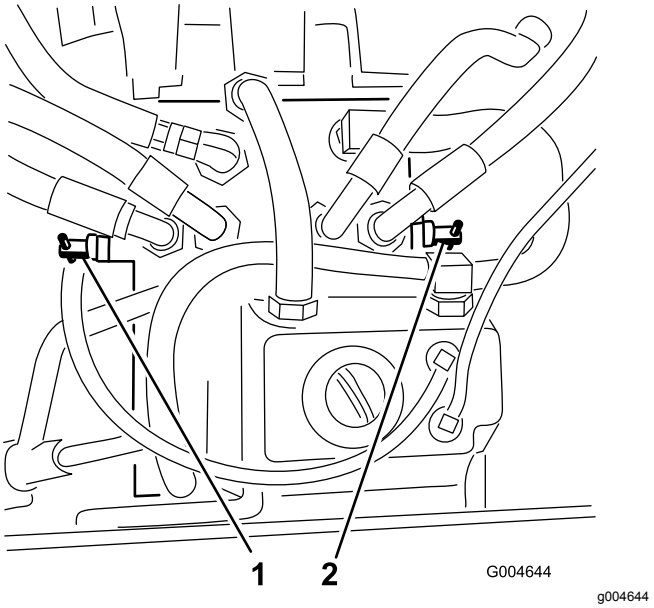

Rysunek 25
2. Znajdź zawory obejściowe (Rysunek 25) i obróć każdy zawór obejściowy o 1 obrót w lewo.
4. Zamknij zawory, obracając każdy z nich o 1 obrót w prawo (Rysunek 25).